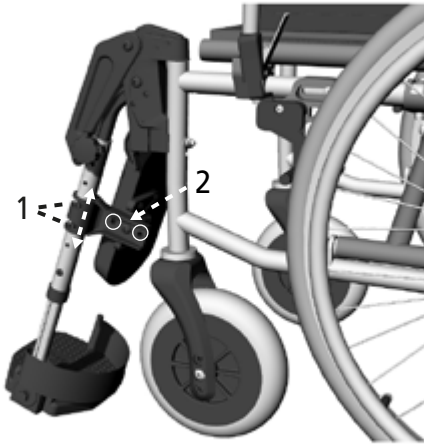

afb.43
1. Draai beide inbusbouten los (1, afb. 43). om het kuitkussen te positioneren
3. Om de diepte van het kuitkussen te veranderen draait u de inbusbout los (2, afb. 43) en gebruikt u een van de resterende 2 boorgaten voor het vastzetten.